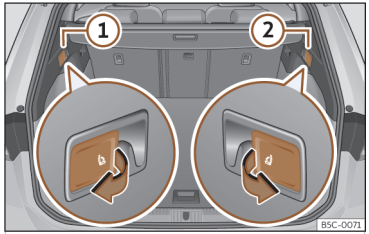

Abb. 98 Im Gepäckraum: Hebel zum Entriegeln der Rücksitzlehne.
- Ziehen Sie am Hebel zur Fernentriegelung auf der linken ››› **(Abb. 98)** ① oder rechten ② Seite der Rückenlehne in Pfeilrichtung. Der entriegelte Teil der Rücksitzbank klappt nun automatisch nach vorn um.